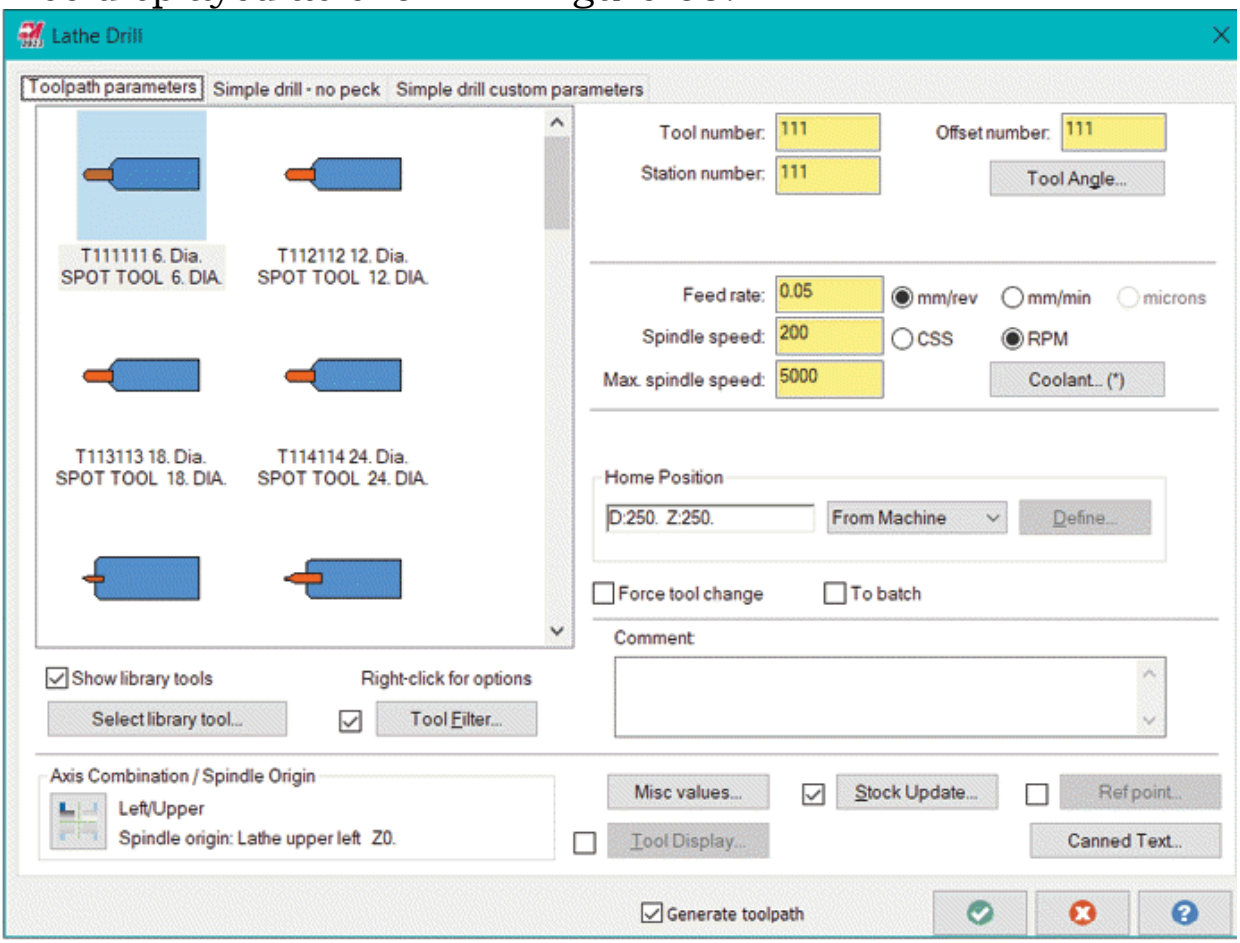

Figure-52. Lathe Drill dialog box
- Click on the **Drill** tool from the **General** panel in the **Turning** tab of the **Ribbon**. The **Lathe Drill** dialog box will be displayed; refer to Figure-52.